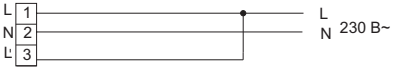

Рисунок 3
4.6 Постоянный аварийный режим работы (рисунок 3):
– фазный некоммутированный проводник сети – подключить к контактному зажиму (L);
– нейтральный проводник сети – подключить к зажиму (N).